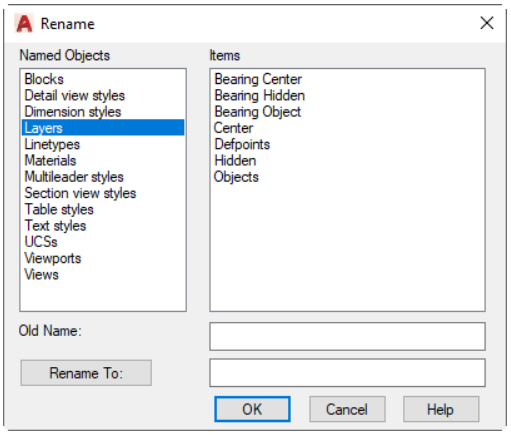

Figure 20-31 *The* ***Rename*** *dialog box*
1. Enter **RENAME** at the command prompt and then press ENTER; the **Rename** dialog box will be displayed, as shown in Figure 20-31.